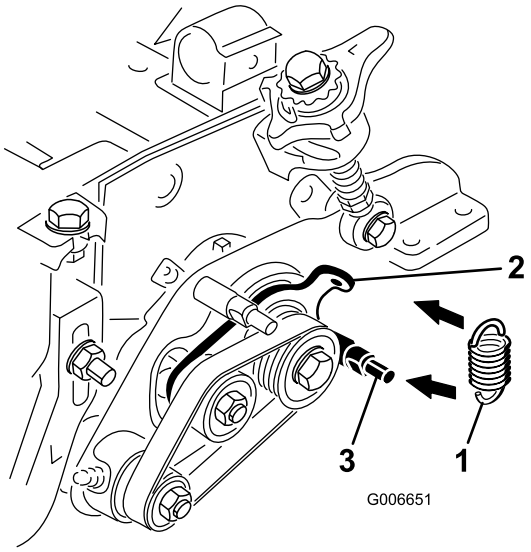

Figura 26
29. Agganciate la molla di tensione nel foro della linguetta della piastra intermedia e attorno alla scanalatura del prigioniero inferiore della piastra grooming (Figura 26). Posizionate il lato aperto del gancio della molla verso la puleggia di comando.